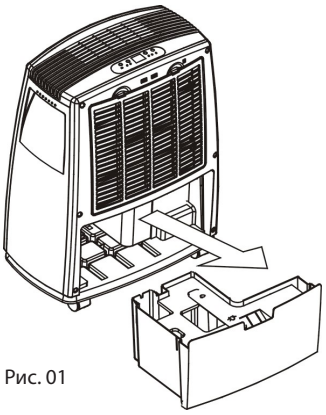

Рис. 01
1. Выньте резервуар для воды, как показано на Рис. 01, и вылейте воду.